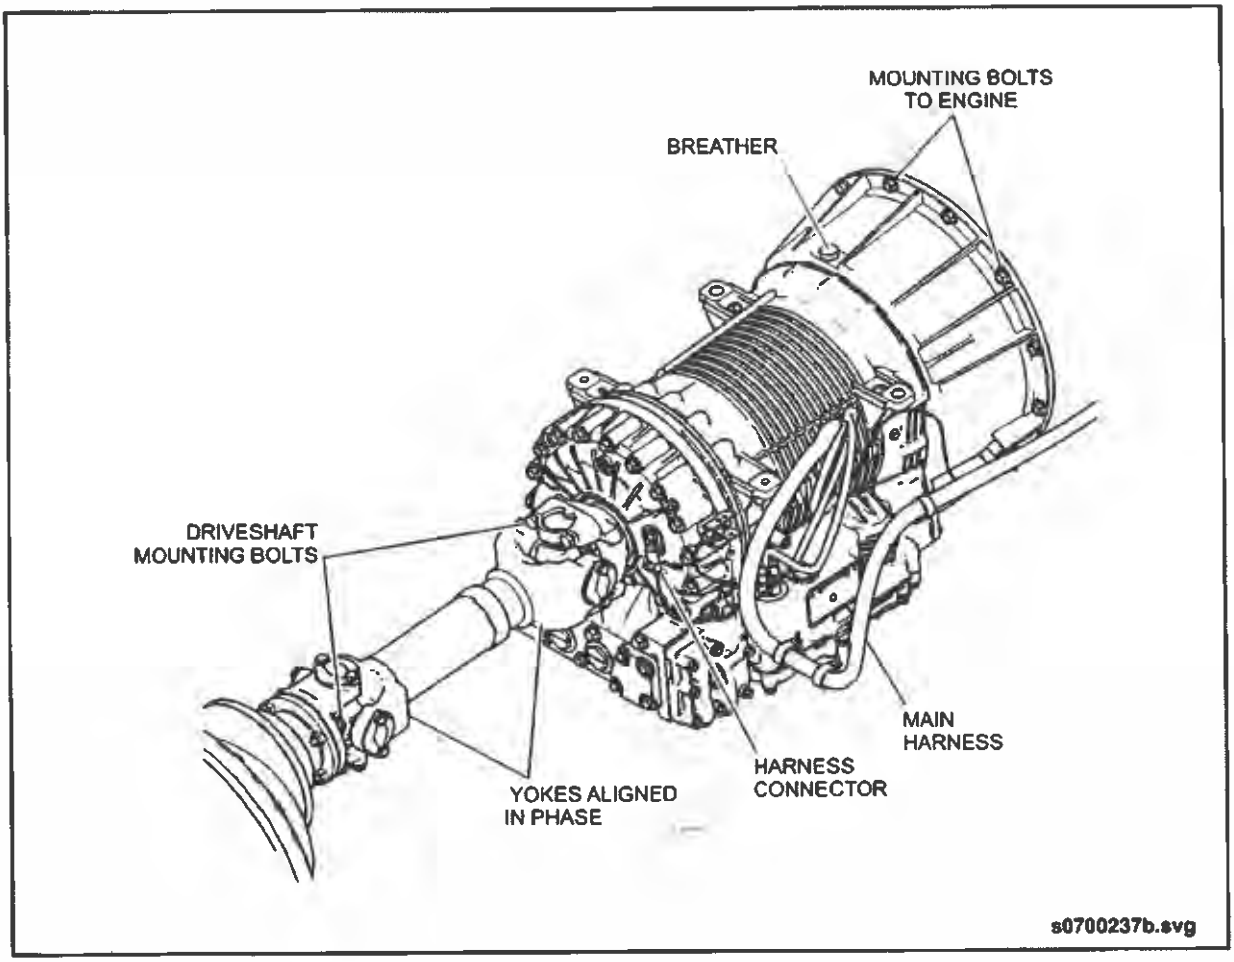

Fig. PM-1: Transmission Inspection
- ❒ Worn or frayed electrical harnesses, improper routing. See "Fig. PM-1: Transmission Inspection" on page 14.